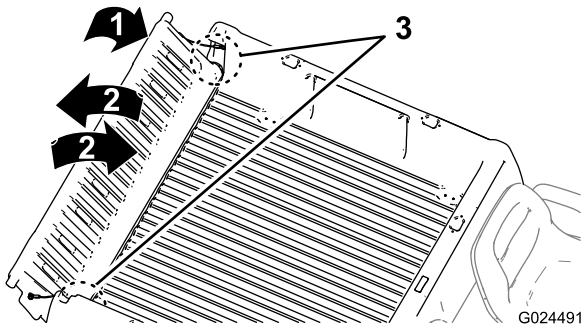

Figur 12
2. Vri baklemmen til ca. 45° (Figur 12).
3. Beveg baklemmen frem og tilbake flere ganger ved å riste den litt (Figur 12).